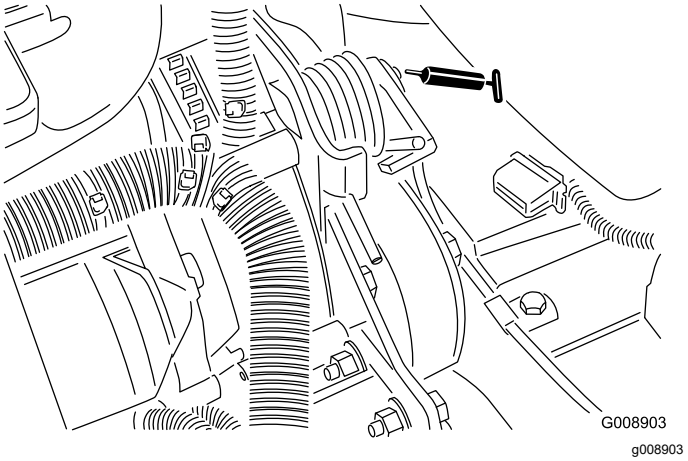

Figuur 65
- Draaipunt riemspanning (Figuur 65)